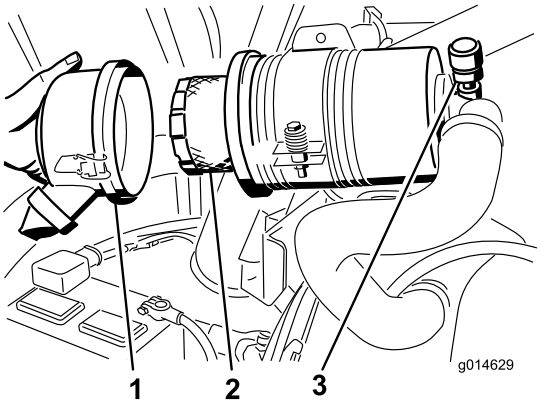

Figur 51
3. Afmonter og udskift filteret (Figur 51).